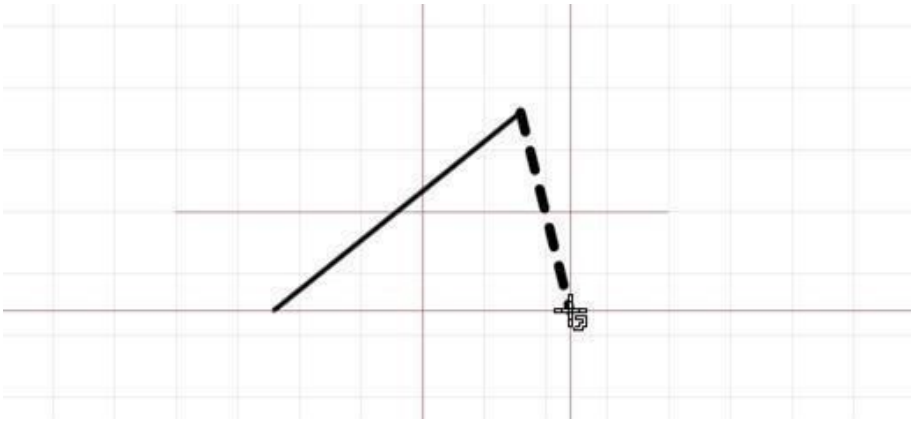

Рис. 22. Размещение очередного сегмента линии
3. После размещения сегмента линии инструмент остается активным. Начальная точка нового сегмента уже задана – она совпадает с конечной точкой предыдущего сегмента (следующий сегмент берет начало из конца предыдущего), см. Рис. 22. Разместите последовательно необходимое число сегментов. При размещении новых сегментов в свойствах инструмента можно изменять тип линии для нового сегмента (например, вместо прямой использовать дугу окружности).